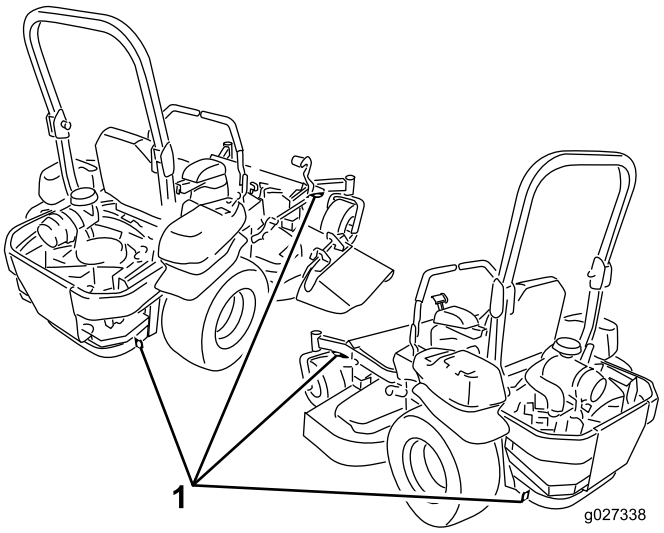

Figure 35
5. Servez-vous des points d'attache en métal de la machine pour arrimer solidement la machine sur la remorque ou le véhicule utilitaire avec des sangles, des chaînes, des câbles ou des cordes (Figure 35).